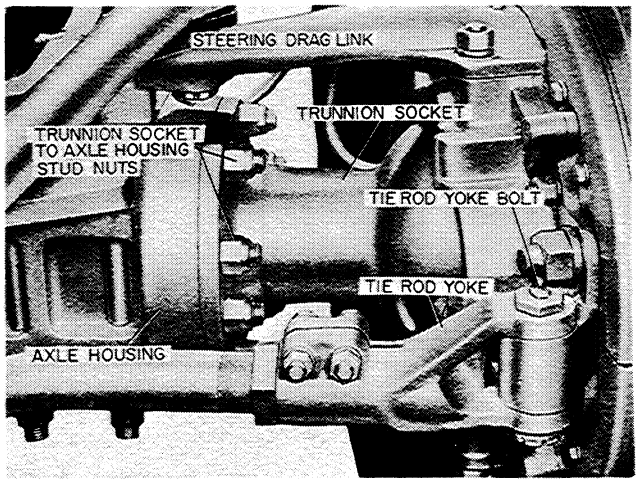

Figure T-81
2. Connect the tie rod and drag link, Figure T-81. Also refer to Section Q.